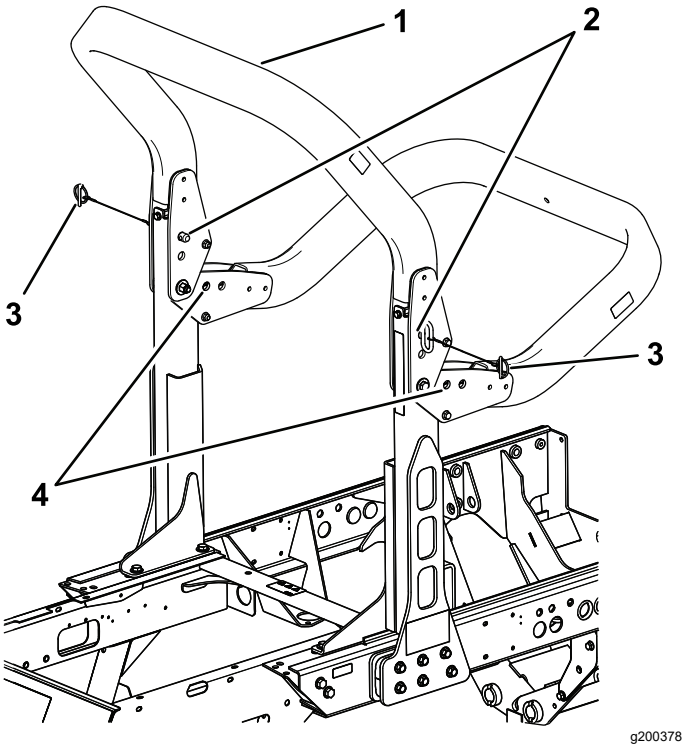

Figur 73
2. Støtt vekten av veltebøylens øvre ramme mens du fjerner låsepinnene og splittpinnene fra svingbrakettene (Figur 73).